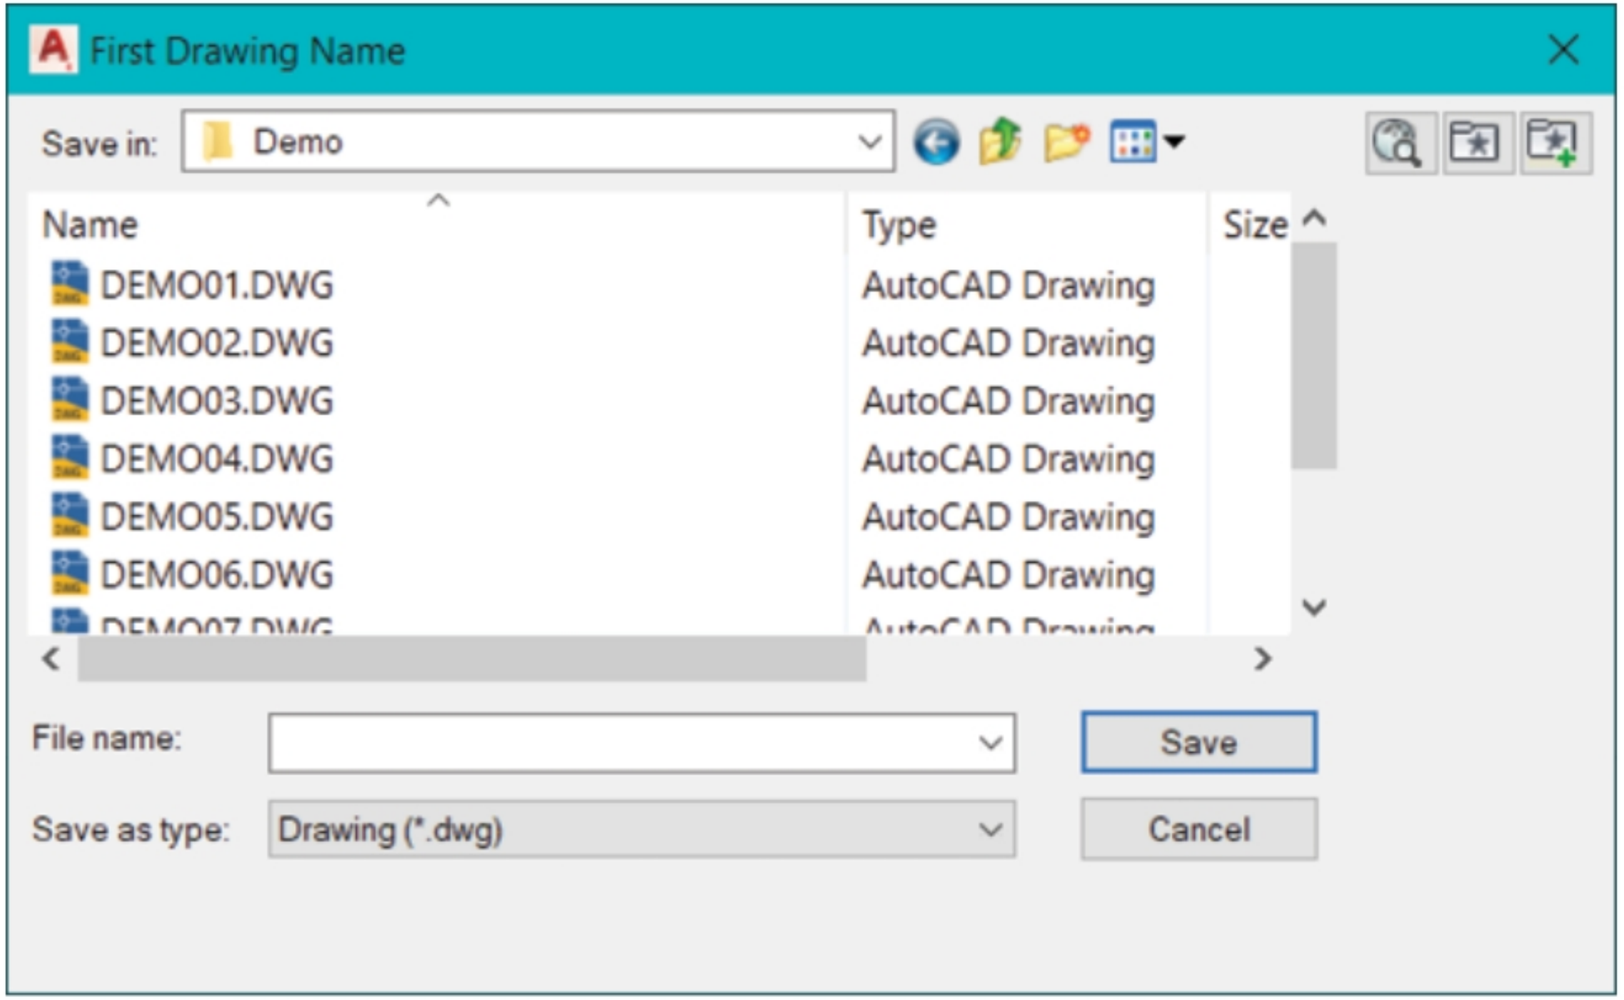

Figure-41. First Drawing Name dialog box
- Click on the **Browse** button for the **First Drawing Name** edit box in the **Drawing Information for Table Output** area of the dialog box. The **First Drawing Name** dialog box will be displayed; refer to Figure-41.